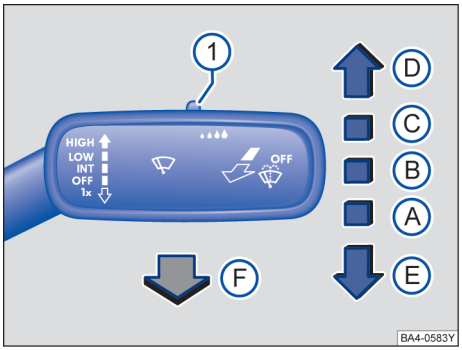

图 94 操作车窗玻璃刮水器
① 使用开关→ 图 94①调节雨量传感器的灵敏度。
– 向下短按车窗玻璃刮水器操作杆 →图 94 Ⓔ。